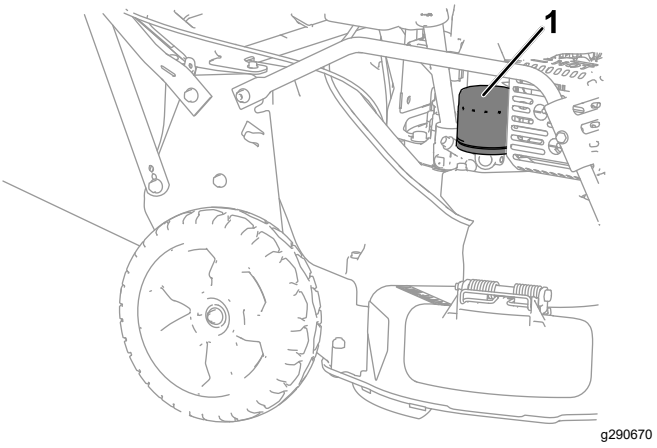

Figure 28
6. Déposez le filtre à huile (Figure 28).